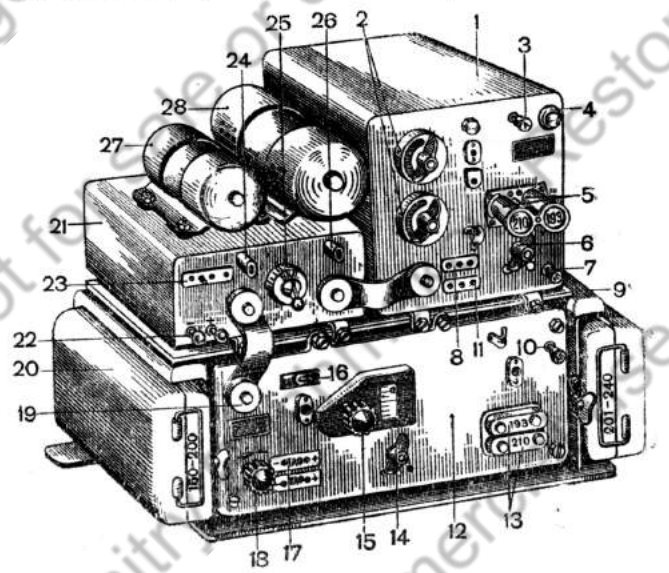

Рис. 253. Общий вид радиостанции 10-Р со снятой крышкой:
В башне с левой стороны в раме амортизатора укреплена радиостанция 10-Р (рис. 253).
Основные части радиостанции 10-Р следующие (рис. 253):
5. Проверить надёжность подключения антенного ввода к клемме «А» *3* (рис. 253) передатчика и антенной перемычки между клеммами «АП» *7* передатчика и «АП» *10* приёмника.
13. Включить шлемофон в радиостанцию, для чего: трехполюсную вилку включить в колодку включения ларингофонов *11* (рис. 253) передатчика; соблюдая полярность, включить двухполюсную вилку в гнезда телефон *17* приёмника.